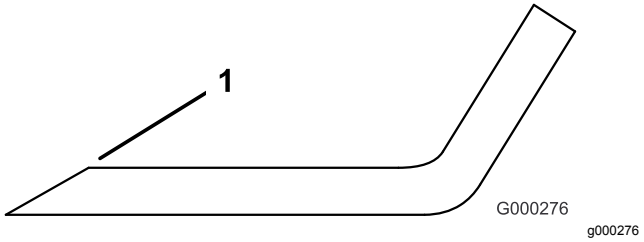

Figur 93
1. Slipa eggarna i båda ändarna av kniven med en fil (Figur 93).